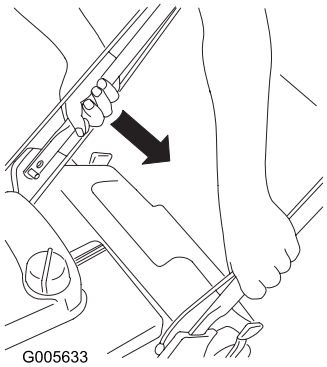

Figuur 37
1. Druk het rechter deel van het onderste deel van de handgreep naar binnen, totdat de handgreep over de aanslagen aan de handgreepbeugels heen glidjdt (Figuur 37).